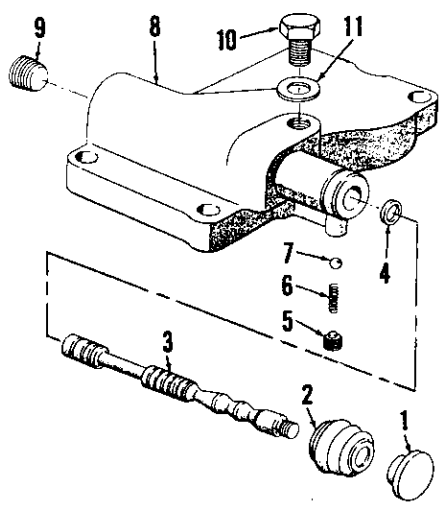

Fig. 424–Exploded view of selector valve assembly available for models 2000, 3000 and 4000. Clamp for boot (2) is not shown.
368. A selector valve is available for model 2000, 3000 and 4000 tractors to provide for operation of single acting remote hydraulic cylinders, either in conjunction with or independently of the 3-point lift cylinder, from the tractor hydraulic system control valve. Refer to Fig. 424 for exploded view of the valve.
Remove the valve plug (5—Fig. 424), detent spring (6) and detent ball (7). Loosen clamp, pull the dust cover (2) from boss on valve body and withdraw the valve spool from bore. Remove "O" ring (4) from groove in valve spool, unscrew the knob (1) and remove dust cover. Remove plug (9) if necessary for cleaning purposes.